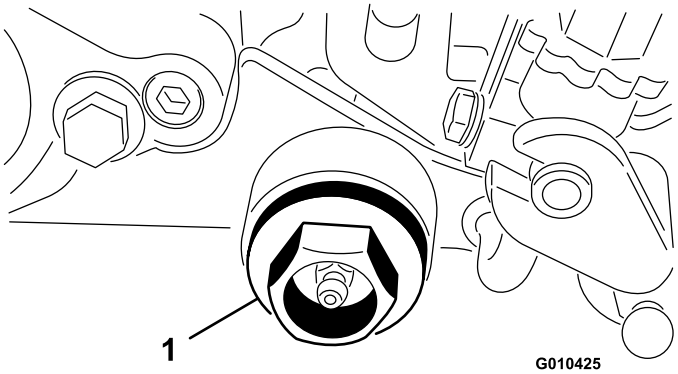

Figur 36
10. Fjern slutmuffen fra trimmerhuset (Figur 36).